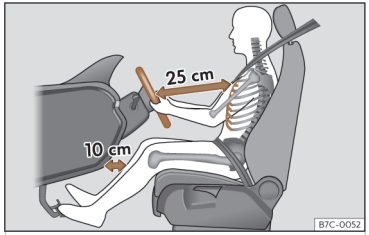

Fig. 17 La separación correcta entre el conductor y el volante debe ser de 25 cm como mínimo (10 pulgadas).
- Ajuste el volante de modo que quede a una distancia de, por lo menos, 25 cm (10 pulgadas) del esternón ››› **fig. 17** y lo pueda sujetar con ambas manos por los lados, por la parte exterior, con los brazos ligeramente flexionados.